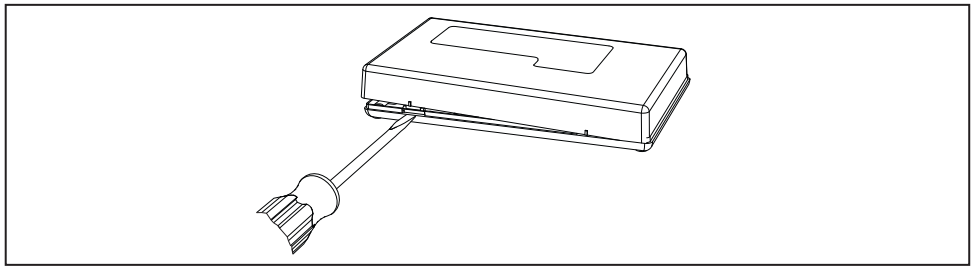

Figure 3.1: Opening the EN4200 housing
1. Use a slotted screwdriver to press the housing release tab and separate the housing. Refer to *Figure 3.1*.